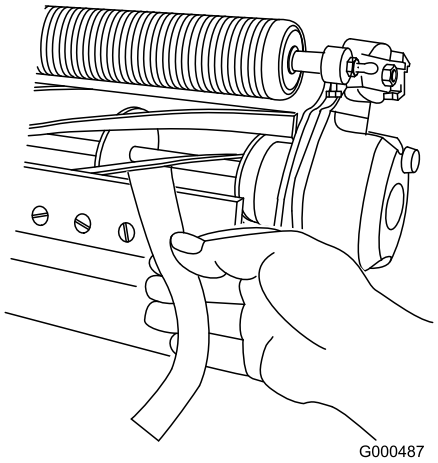

Rysunek 5
11. Przetestuj efektywność cięcia poprzez wsunięcie długiego paska papieru do testu cięcia (część Toro o numerze 125-5610) między wirnik a nóż dolny, prostopadle do jego krawędzi (Rysunek 5). Powoli obracaj wirnik do przodu; powinien on przeciąć papier.